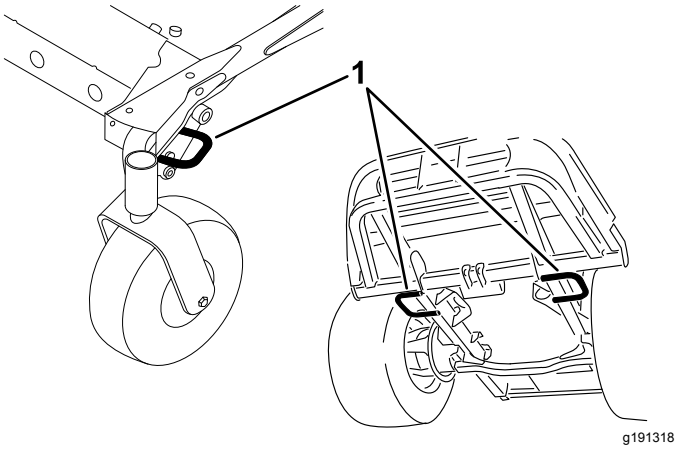

Rysunek 26
5. Zamocuj maszynę do przyczepy lub ciężarówki za pomocą pasów, łańcuchów lub lin, mocując je do metalowych uch na maszynie (Rysunek 26).